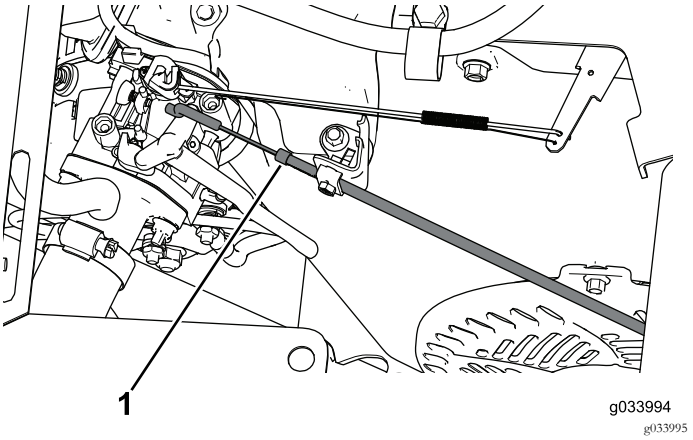

Figur 11
5. Koble chokekabelen fra motoren (Figur 11).